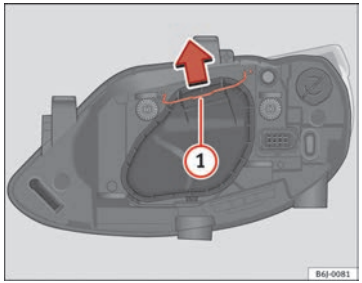

Fig. 157 Dipped beam/ main beam, single headlight
– Move the loop ⇒ Fig. 157 (1) in the direction of the arrow and remove the cover.